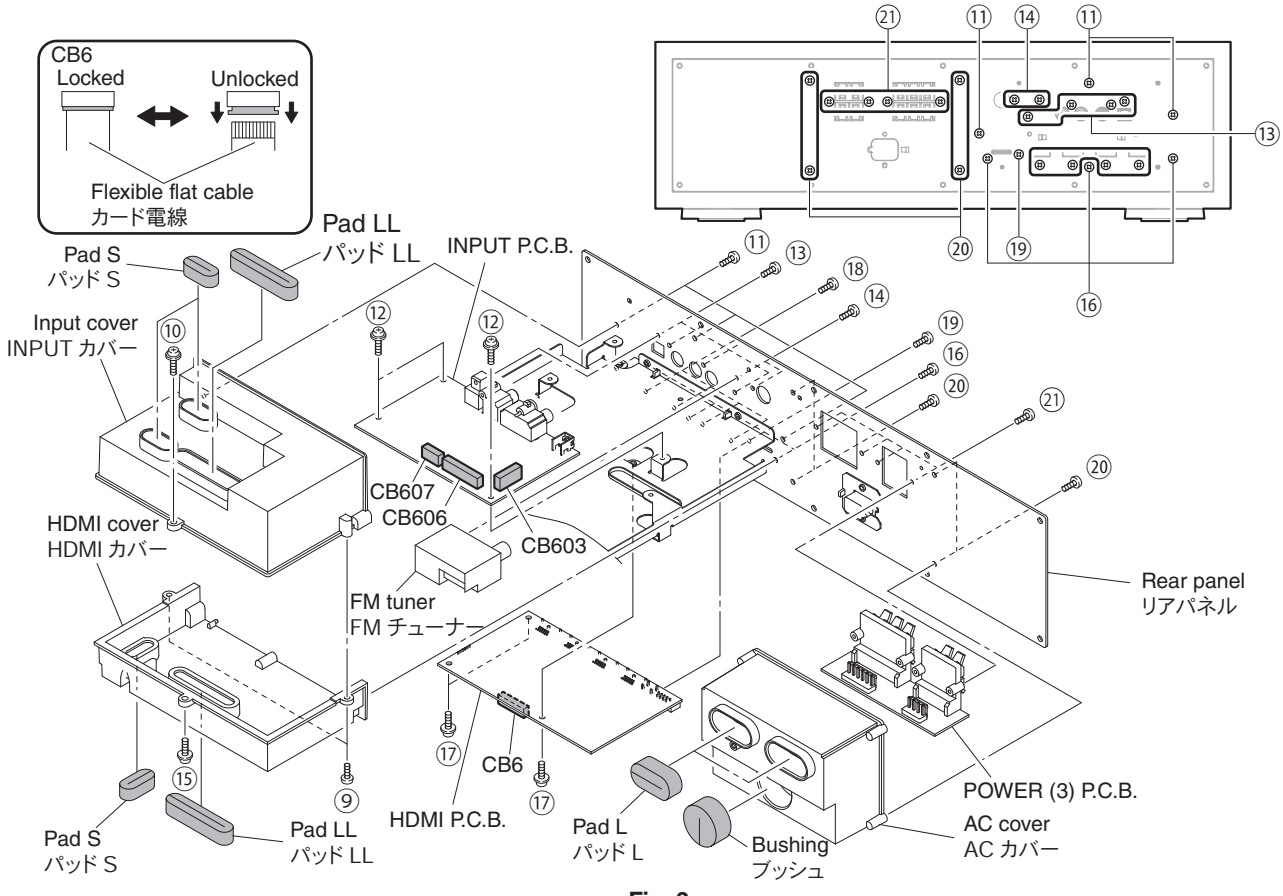

Fig. 3
a. Remove the pad S and pad LL. (Fig. 3)
b. Remove 2 screws (⑨), screw (⑩) and 3 screws (⑪). (Fig. 3)
c. Lift input cover, and then remove CB603, CB606, and CB607. (Fig. 3)
d. Remove the input cover. (Fig. 3)
e. Remove 3 screws (⑫) and 4 screws (⑬). (Fig. 3)
f. Remove the INPUT P.C.B. (Fig. 3)
g. Remove 2 screws (⑭), and then remove the FM tuner. (Fig. 3)
b. Remove screw (⑮) and 3 screws (⑯). (Fig. 3)
c. Remove the HDMI cover. (Fig. 3)
d. Unlock and remove CB6. (Fig. 3)
e. Remove 3 screws (⑰), 4 screws (⑱) and screw (⑲). (Fig. 3)
f. Remove the HDMI P.C.B. (Fig. 3)
6. Removal of POWER (3) P.C.B.
a. Remove the bushing and pad L. (Fig. 3)
b. Remove 4 screws (⑳). (Fig. 3)
c. Remove the AC cover. (Fig. 3)
d. Remove 4 screws (㉑). (Fig. 3)
e. Remove the POWER (3) P.C.B. (Fig. 3)
a. パッド S、パッド LL を外します。(Fig. 3)
b. ⑨ のネジ 2 本、⑩ のネジ 1 本、⑪ のネジ 3 本を外します。(Fig. 3)
c. INPUT カバーを持ち上げて、CB603、CB606、CB607 を外します。(Fig. 3)
d. INPUT カバーを外します。(Fig. 3)
e. ⑫ のネジ 3 本、⑬ のネジ 4 本を外します。(Fig. 3)
f. INPUT P.C.B. を外します。(Fig. 3)
g. ⑭ のネジ 2 本を外し、FM チューナーを外します。(Fig. 3)
b. ⑮ のネジ 1 本、⑯ のネジ 3 本を外します。(Fig. 3)
c. HDMI カバーを外します。(Fig. 3)
d. ロックを外し、CB6 を外します。(Fig. 3)
e. ⑰ のネジ 3 本、⑱ のネジ 4 本、⑲ のネジ 1 本を外します。(Fig. 3)
f. HDMI P.C.B. を外します。(Fig. 3)